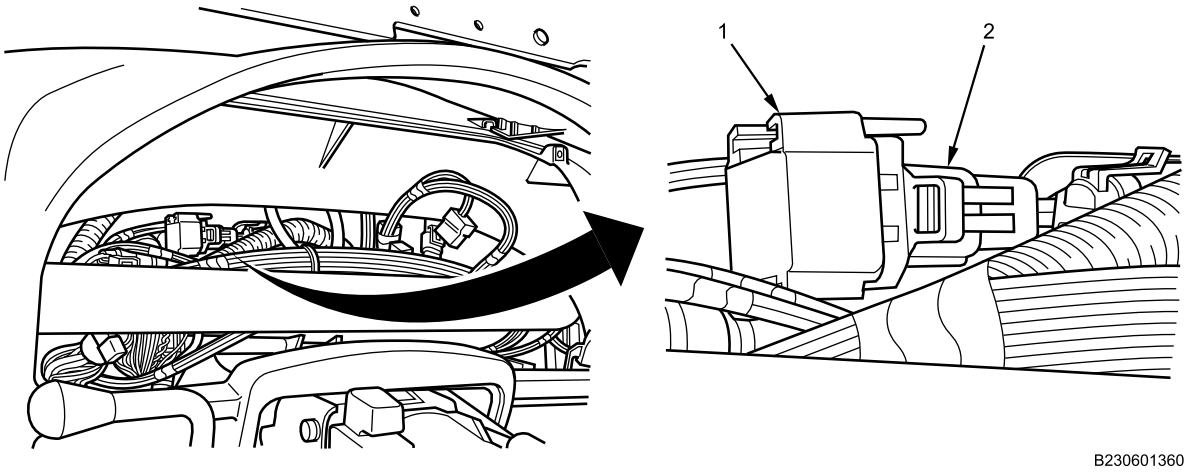

Figure 2. Barometric Pressure Sensor.
1. Apply dielectric grease in electrical connector (Figure 2, Item 2) and connect onto barometric pressure sensor (Figure 2, Item 1).